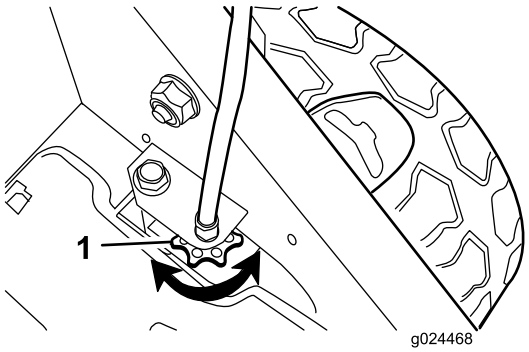

Rysunek 24
- Jeżeli koła nie obracają się przy włączonej dźwigni sterowania układu samobieżnego, pasek napędowy jest za luźny. Obróć pokrętło regulacji napędu kół (Rysunek 24) w prawo o 1 obrót i powtórz czynności od 4 do 6.
napędu kół (Rysunek 24) w lewo o 1 obrót i powtórz czynności od 4 do 6.